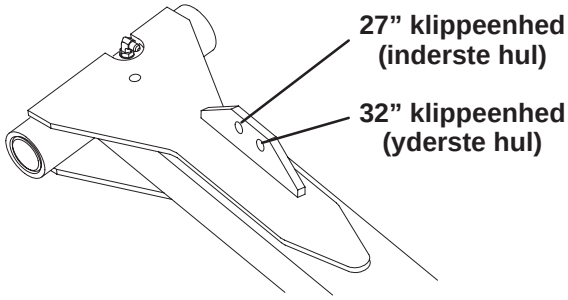

Figur 8
8. Fastgør den anden ende af løftekæden til hullet i løftearmens monteringstap med gaffelbolte og låseclips. Benyt det korrekte hul i løftearmen som vist i figur 8.